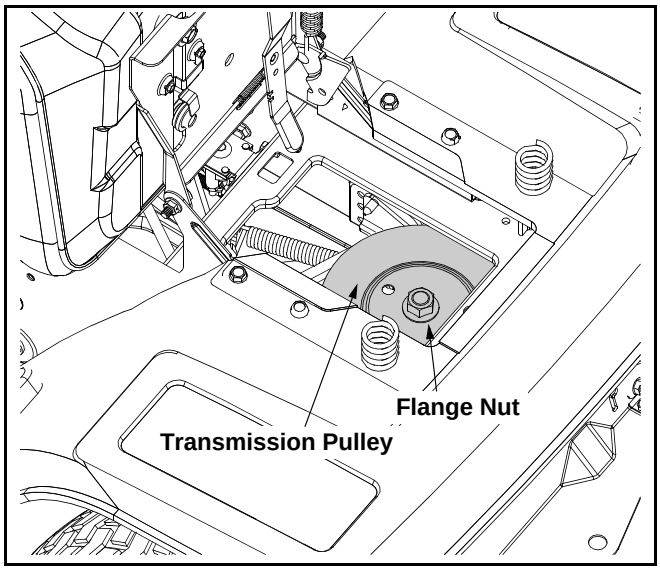

Figure 22
- Locate the transmission pulley though the battery tray opening. See Figure 22.